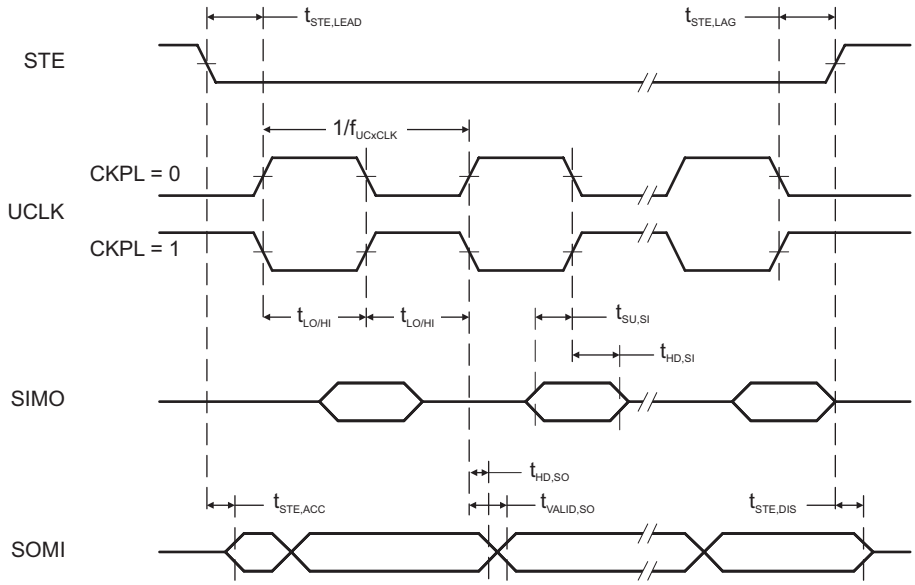
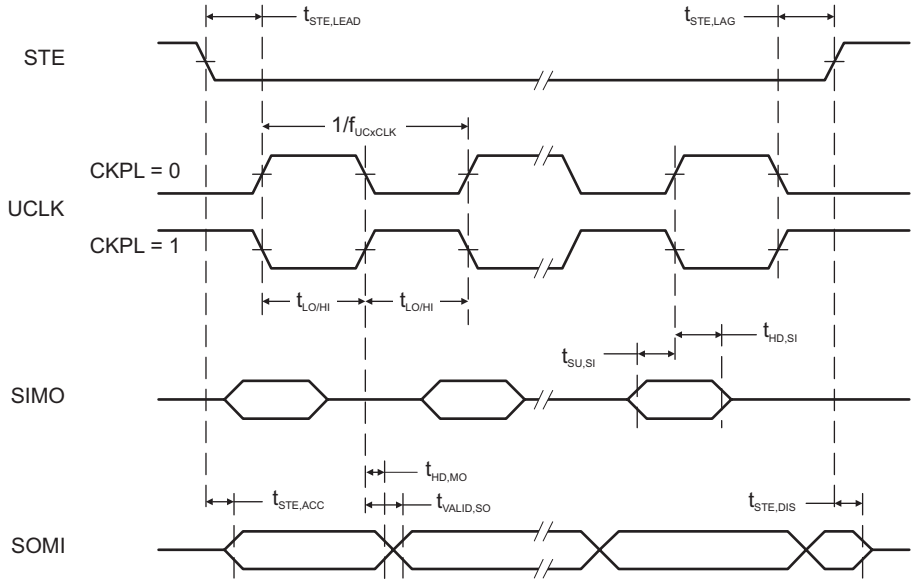

Figure 5-18. SPI Slave Mode, CKPH = 0
Figure 5-19. SPI Slave Mode, CKPH = 1
over recommended ranges of supply voltage and operating free-air temperature (unless otherwise noted)[1] (see Figure 5-18 and Figure 5-19)
(2) Specifies the time to drive the next valid data to the SOMI output after the output changing UCLK clock edge. See the timing diagrams in Figure 5-18 and Figure 5-19.
(3) Specifies how long data on the SOMI output is valid after the output changing UCLK clock edge. See the timing diagrams in Figure 5-18 and Figure 5-19.